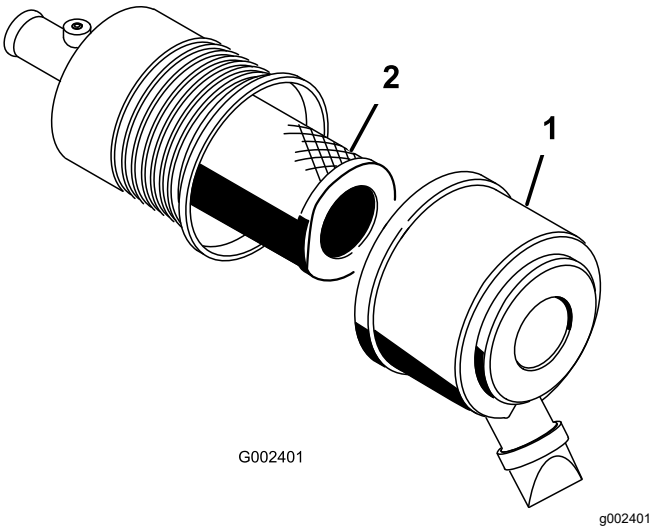

Figur 50
2. Utløs låsene som fester luftrenserdekslet til luftrenserhuset (Figur 50).
3. Fjern dekslet fra luftrenserens kropp (Figur 50).
5. Ta ut og skift ut filteret (Figur 50).